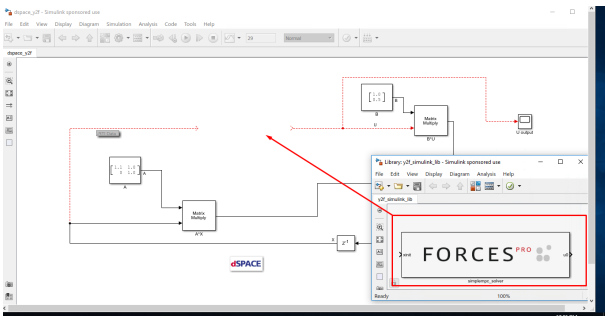

Figure 10.20: Copy-paste and connect the FORCES PRO block.
5. (Figure 10.20) Copy-paste the FORCES PRO Simulink block, contained in the created `y2f_simulink_lib.slx` Simulink model file, into your simulation model and connect its inputs and outputs appropriately.